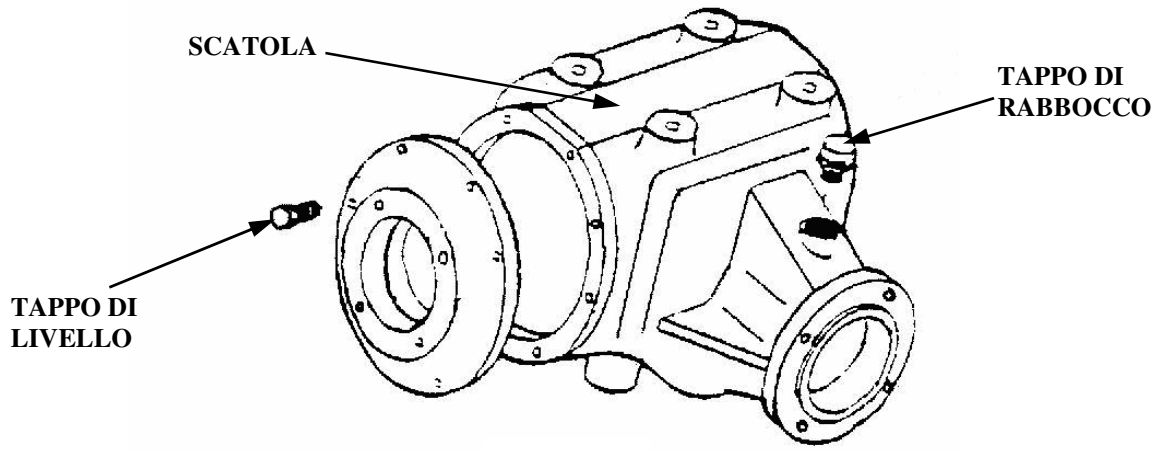

FIG. 3
- Verificare il corretto livello dell'olio nella scatola del gruppo. Per effettuare questa operazione bisogna svitare il tappo di livello filettato (vedere fig. 3) e controllare che l'olio fuoriesca. In caso di un'eventuale aggiunta di olio svitare il tappo di rabbocco posizionato sopra la scatola e procedere con il rabbocco stesso fino a che l'olio non fuoriesce dal foro di livello.